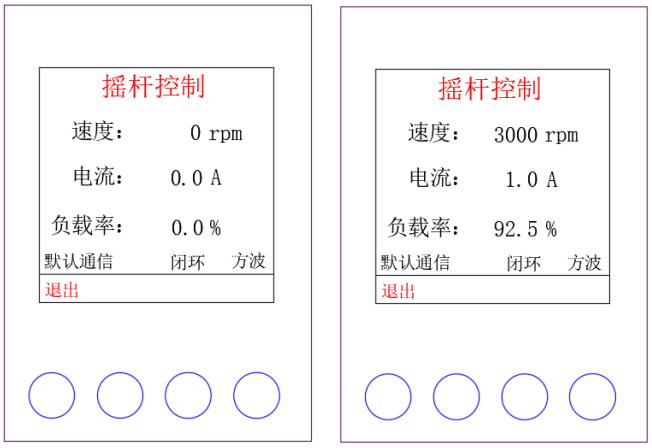

图 6.29 外部摇杆闭环控制各界面
- 调节驱动器外部摇杆信号大小，进行调速和方向控制。如图 6.29。